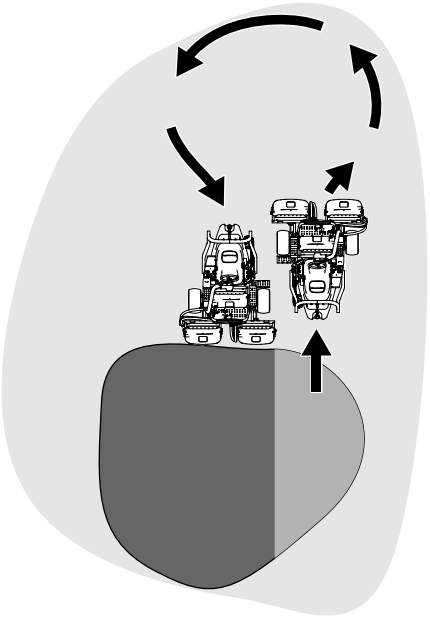

Figur 27
6. Reducer klippetiden og let trimningen for den næste bane ved kortvarigt at vende maskinen i den modsatte retning og herefter dreje i retning af den uklippede del. Denne bevægelse er en dråbeformet vending (Figur 27), så du hurtigt er klar til næste omgang.